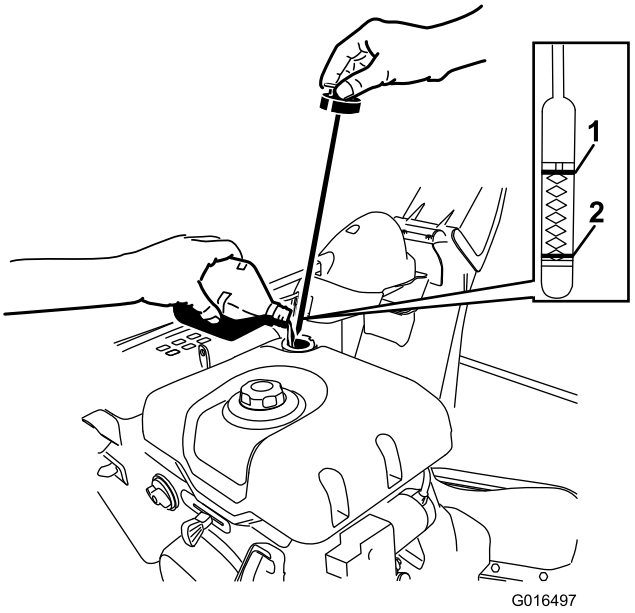

Rysunek 20
1. Wyjmij wskaźnik poziomu oleju obracając nakrętkę w lewo i **powoli** wlej olej do otworu uzupełniania oleju, aby podnieść poziom oleju do oznaczenia Full na wskaźniku. **Nie przelej.** (Rysunek 20).